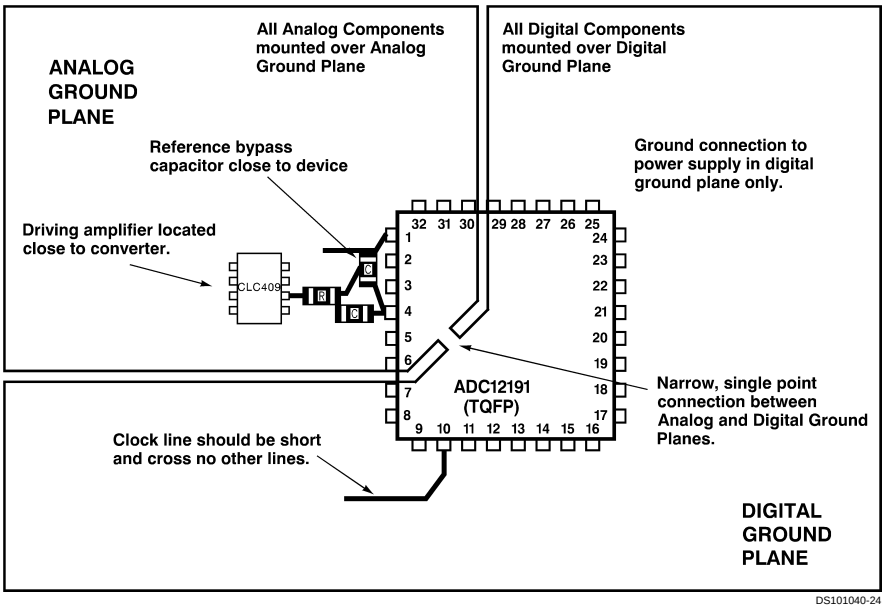

**FIGURE 6. Layout example**
*Figure 6* gives an example of a suitable layout. All analog circuitry (input amplifiers, filters, reference components, etc.) should be placed on or over the analog ground plane. All digital circuitry and I/O lines should be placed over the digital ground plane.